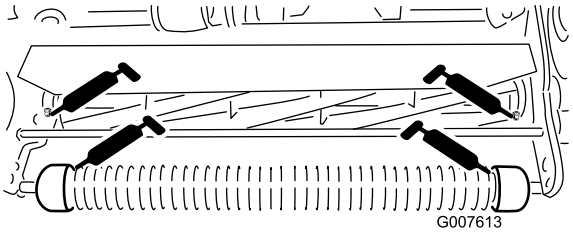

**Figur 17**
- 2 på frontrullen (Figur 17)
- 2 på knivcylinderens lejer (Figur 17)